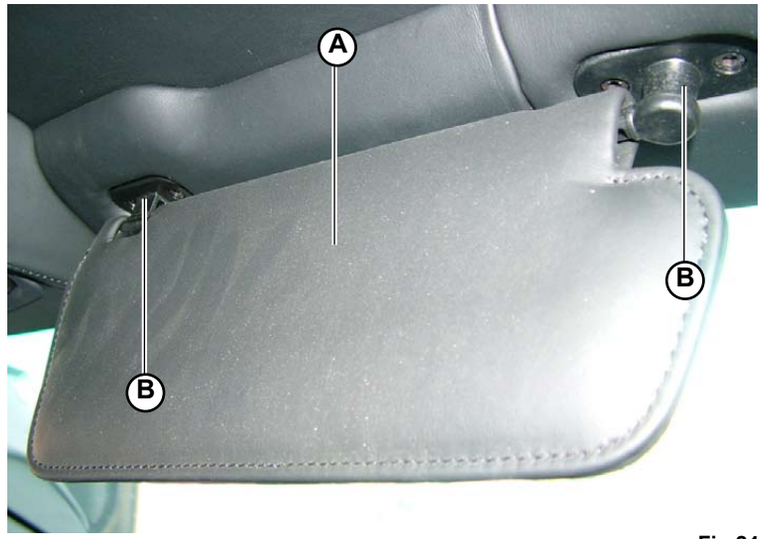

Fig.24
1. Secure the sun visor (**A-Fig.24**) using the 2 couplings (2 mounting screws per sun visor coupling).